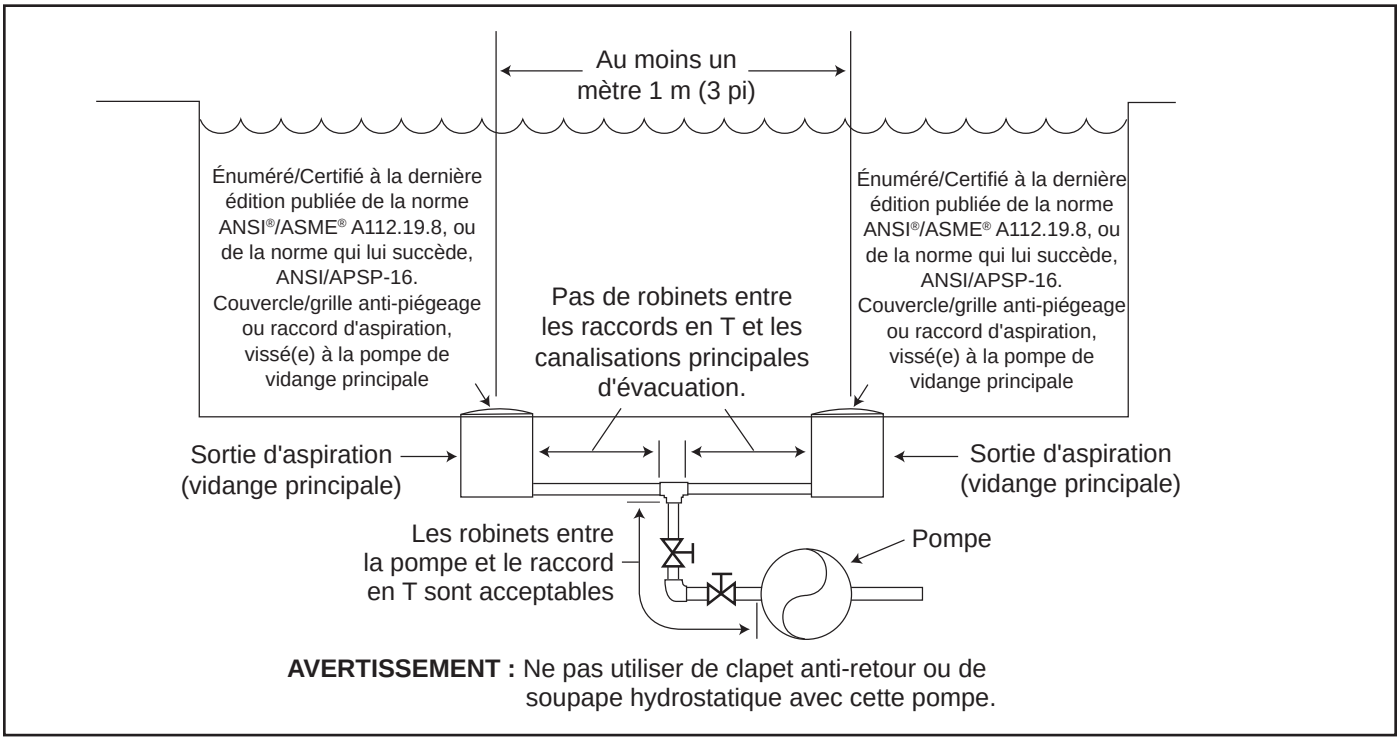

Figure 1. Nombre de sorties d'aspiration par pompe
Nombre de bouches d'aspiration par pompe — Fournir au moins deux (2) bouches d'aspiration hydrauliquement équilibrées, avec couvercles, en guise de bouches d'aspiration pour chaque conduite d'aspiration de pompe de circulation. Les centres des bouches d'aspiration sur toute conduite d'aspiration doivent être à au moins un (1) mètre (3 pi) l'une de l'autre, de centre en centre. Voir Figure 1.
Le système ***doit*** être conçu pour comprendre au moins deux bouches d'aspiration (drains) connectées à la pompe chaque fois que la pompe fonctionne. Cependant, si deux (2) bouches d'aspiration aboutissent à une seule conduite d'aspiration, cette dernière peut être équipée d'un robinet qui coupera les deux bouches d'aspiration de la pompe. Le système doit être conçu de manière à ne pas permettre une fermeture ou un isolement distinct ou indépendant de chaque drain. Voir la Figure 1.